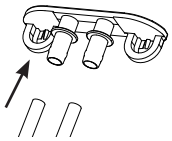

Figure 6
7. Réinstallez les bouchons de vidange et enclenchez-les derrière la machine à glaçons Opal. Voir Figures 6 et 7.